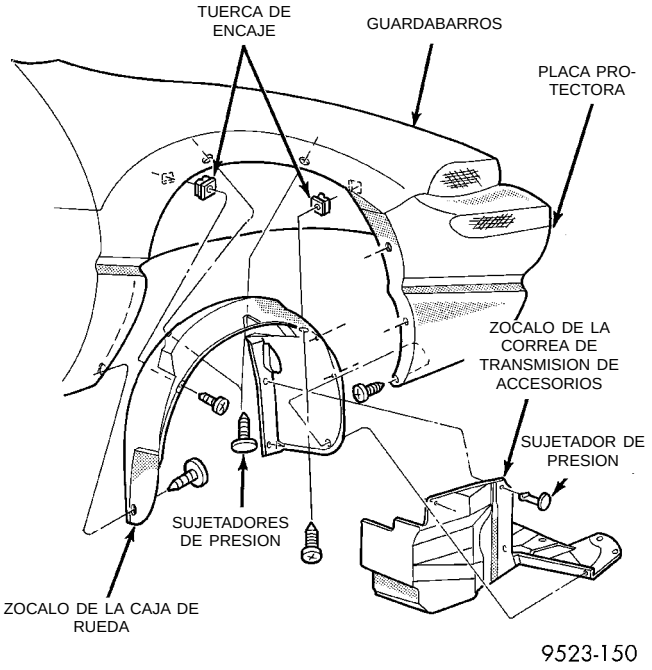

Fig. 18 Zócalo interno derecho
(2) Desconecte la batería y coloque aparte el Módulo de control del mecanismo de transmisión (PCM).
(3) Drene el sistema de refrigeración. Para informarse del procedimiento, consulte el Grupo 7, Sistema de refrigeración.
(4) Retire la manguera superior del radiador y el módulo del ventilador del radiador. Para informarse del procedimiento, consulte el Grupo 7, Sistema de refrigeración.
(5) Retire la manguera inferior del radiador.
(6) Desconecte los tubos y el tapón de la transmisión automática, si está instalada.
(7) Desconecte el cable del embrague (manual) y la articulación de la palanca de cambios de la transmisión.
(8) Desconecte la articulación del cuerpo de la mariposa.
(9) Desconecte el mazo de cableado del motor.
(10) Desconecte las mangueras del calefactor.
(11) Descargue el Sistema de aire acondicionado. Para informarse del procedimiento, consulte el Grupo 24, Calefacción y aire acondicionado.
(12) Eleve el vehículo y retire el zócalo interno derecho (Fig. 18).